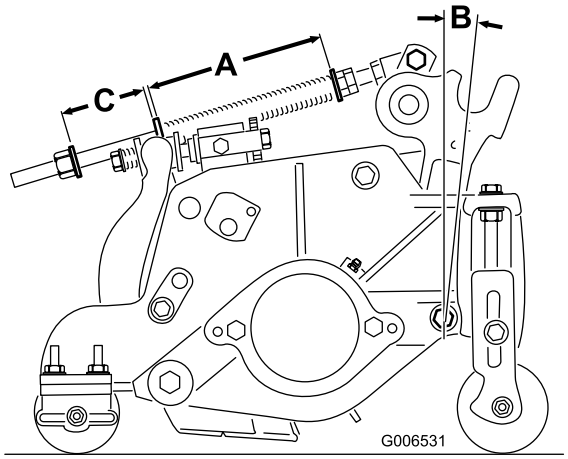

Figura 20
A mola de compensação (Figura 20) transfere peso do rolo dianteiro para o rolo traseiro. Isto ajuda a reduzir o efeito ondulado na relva, também conhecido como "bobbing".
1. Aperte a porca de bloqueio na parte posterior da haste da mola até que a folga (C) entre a parte posterior do suporte da mola e a parte da frente da anilha seja de 51 mm (Figura 20).
2. Aperte as porcas sextavadas na extremidade dianteira da haste da mola até que o comprimento da mola em compressão (A) seja de 15,9 cm (Figura 20).
Nota: Ao cortar relvados ondulados, aumente a comprimento de mola comprimida (A) e a largura da folga (C) 13 mm (Figura 20).